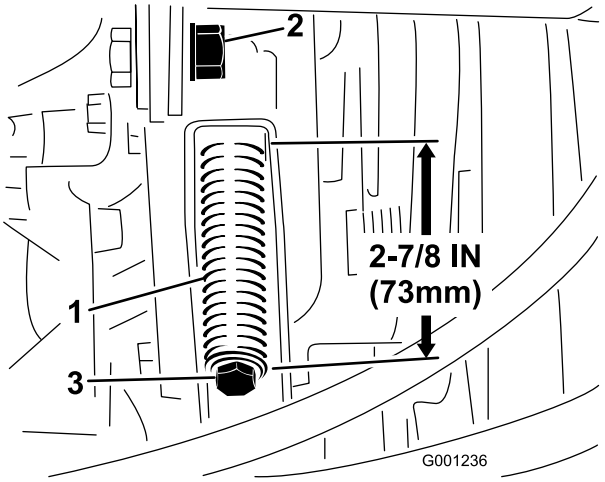

Figur 65
3. Løsne strekkstangens låsemutter (Figur 65).
4. Bruk en halvtommers skrunøkkel for å stramme eller løsne remspenningsfjæren (Figur 65). Juster fjæren slik at den er 73 mm lang.
4. Bruk en halvtommers skrunøkkel for å løsne remspenningsfjæren (Figur 65) helt.
6. Monter den nye kraftuttaksremmen og stram skivefjæren til 73 mm (Figur 65).
7. Stram til låsemutteren (Figur 65) og lukk panseret.